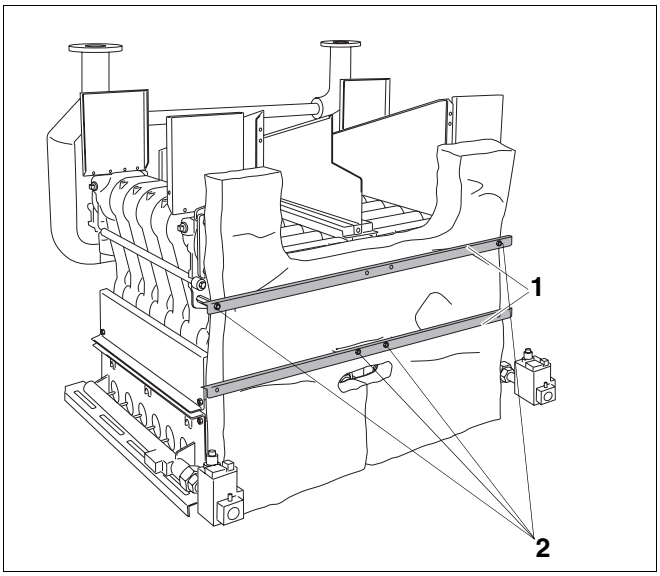
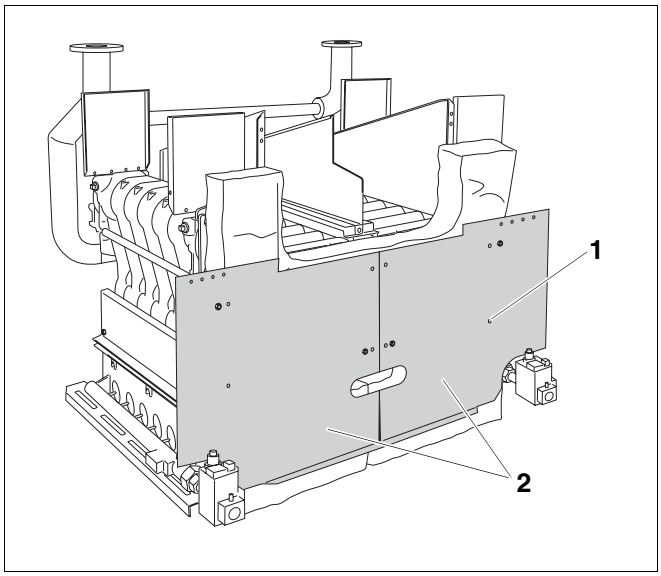

Afb. 45 L-profielen bevestigen
Afb. 46 Rugwanden monteren
Er bevinden zich twee L-profielen (afb. 45, **pos. 1**) in het Pack A.
- Schuif de beide L-profielen (afb. 45, **pos. 1**) met de omgeplooide zijde naar boven op de afstandspennen M8 × 75 (afb. 45, **pos. 2**).
- Schroef de moeren M8 met schijf erop geperst op de afstandspennen M8 × 75 (afb. 45, **pos. 2**) en bevestig de L-profielen.
- Schuif de rugwanden (afb. 46, **pos. 2**) op de afstandspennen M8 × 75 (afb. 45, **pos. 2**, pagina 41).
- Schroef de rugwanden (afb. 46, **pos. 2**) met schroeven met vlakke kop 3,9 × 9,5 (afb. 46, **pos. 1** – 4 stuks per rugwand) aan de L-profielen.